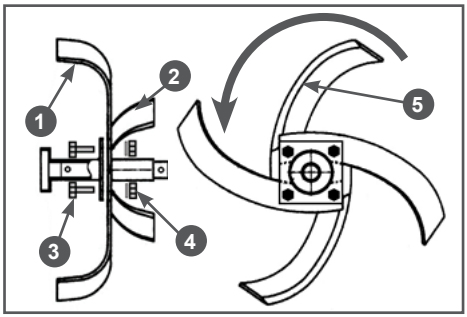

Рис. 2 Сборка правой внутренней фрезы
1. Установите ножи фрез на квадратные фланцы осей фрез. Установку ножей нужно начинать с внутренней оси (Рис. 2). Для примера на Рис. 2 показана установка ножей на правую внутреннюю ось. В первую очередь на фланец устанавливаются правые ножи 2 (имеющие изгиб в сторону от редуктора), затем устанавливаются левые ножи 1 (имеющие изгиб к редуктору) (Рис. 2).
2. Закрепите ножи на фланце оси с помощью болтов 3 и шайб с гайками 4 (Рис. 2).
Ножи должны быть установлены так, чтобы лезвия 5 ножей врезались в землю при движении мотоблока вперед (Рис. 2).